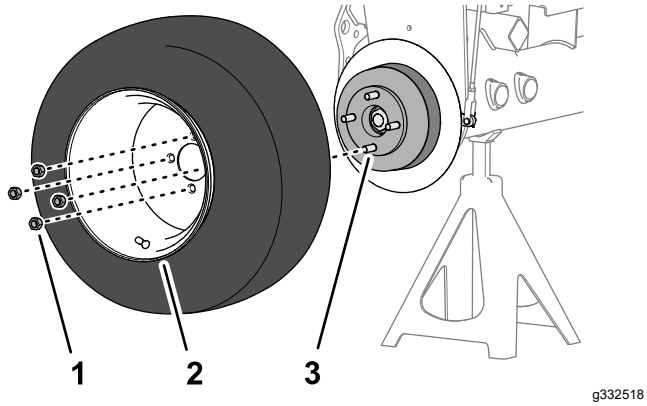

Figur 86
1. Montera hjulet på navet med de fyra hjulmuttrarna (Figur 86) och dra åt hjulmuttrarna för hand.